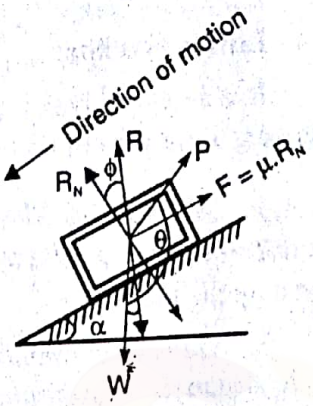

Fig. 1.21
The effort (P) required to Move the body down an inclined plane as shown in Fig. 1.21, is given by